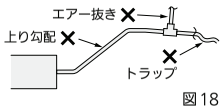

図18
- 接続部より上り勾配で配管しないでください。(図18)
- エアー抜き管は付けないでください。(図18)